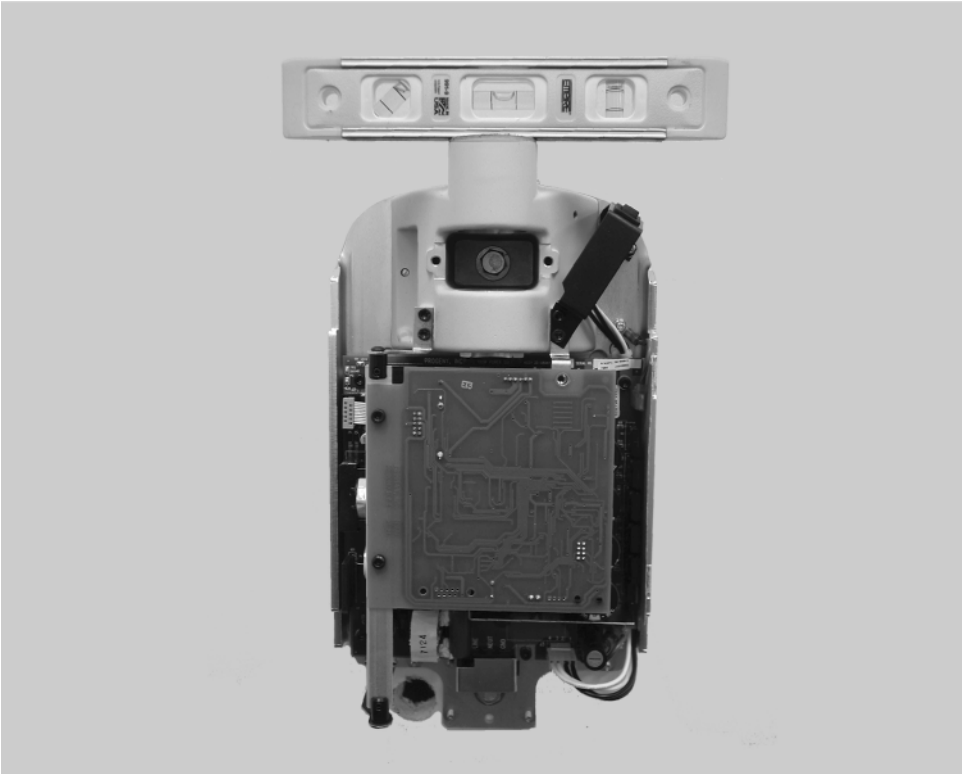

Figure 14 Leveling the Control Unit
5. Place a level on the Control Unit bearing parallel to the wall, as shown in *Figure 14*. Level the Control Unit.